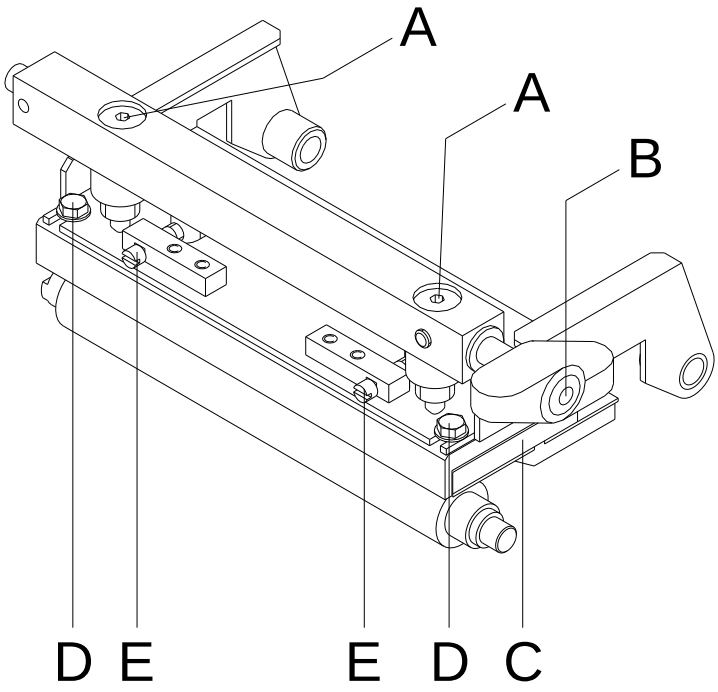

Figura 17
1. Allentare le viti (D, Figura 17) di circa ¼ di giro con una chiave per viti.
2. Impostare il parallelismo con le viti di regolazion (E, Figura 17).
4. Serrare di nuovo le viti (D, Figura 17).
1. Ruotare i bulloni reggispinta (A, Figura 17) per modificare la pressione della testina di stampa.
2. Ruotando i bulloni reggispinta (A, Figura 17) in senso orario crea un aumento della pressione.
3. Ruotando i bulloni reggispinta (A, Figura 17) in senso antiorario crea una diminuzione della pressione.